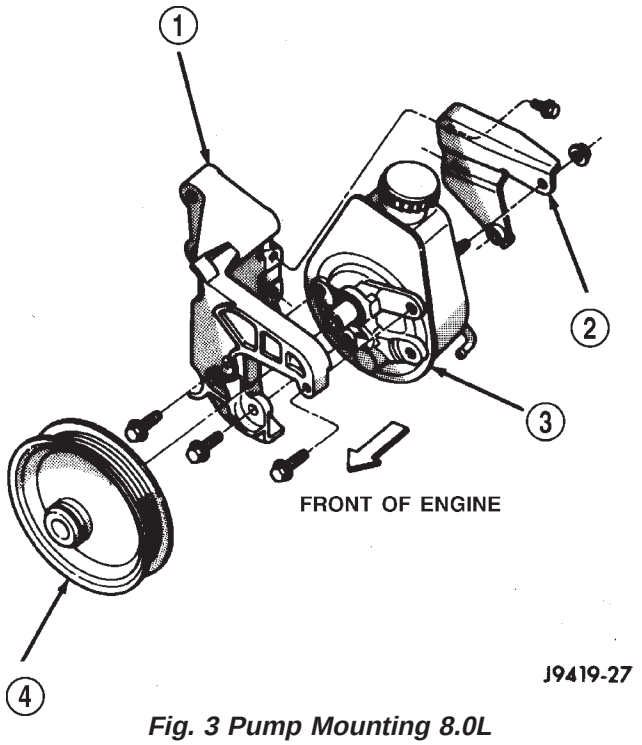
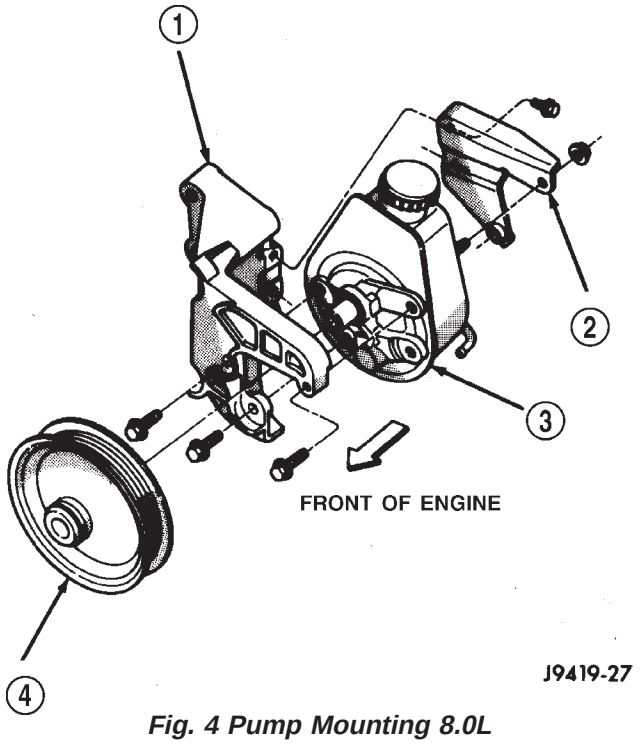

Fig. 3 Pump Mounting 8.0L
Fig. 4 Pump Mounting 8.0L
(1) Remove the serpentine drive belt, (Refer to 7 - COOLING/ACCESSORY DRIVE/DRIVE BELTS - REMOVAL) OR (Refer to 7 - COOLING/ACCESSORY DRIVE/DRIVE BELTS - REMOVAL).
(2) Remove the hoses from the power steering pump and cap the fittings.
(3) Remove battery ground cable and unthread stud from cylinder head, do not remove from bracket.
(4) Loosen upper bracket bolt and remove the lower bracket to engine block bolts.
(5) Pivot the pump assembly past the coolant tube.
(6) Remove the upper stud and remove upper bolt from cylinder head.
(7) Remove steering pump and mounting bracket from engine as an assembly.
(8) Remove the pump pulley with Puller C-4333, to access pump attaching bolts, (Refer to 19 - STEERING/PUMP/PULLEY - REMOVAL).
(9) Remove the front pump bracket (Fig. 3). On 8.0L engine remove rear pump bracket (Fig. 4).